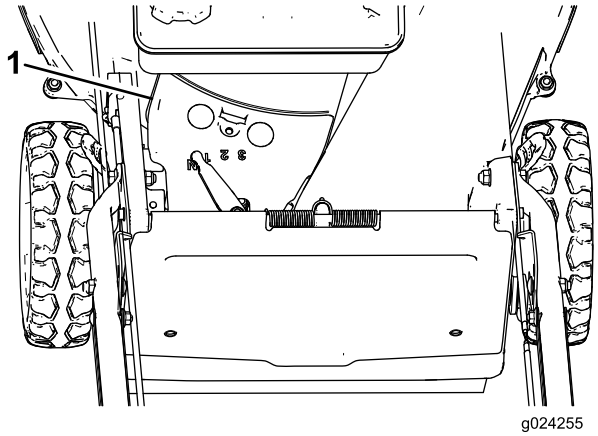

Figur 34
3. Ta bort remkåpan (Figur 34) från gräsklipparkåpan.